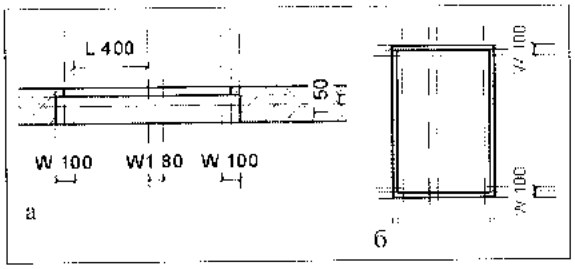

Рис. 18.6. *Добавление опорных плоскостей для переплета*
2. На ленте **Create** в разделе **Datum** выбрать команду **Reference Plane** > **Draw Reference Plane** и построить опорные линии, задающие толщину (50 мм) и ширину (100 мм) сечения переплета, а также положение и ширину (80 мм) вертикальной перемычки (рис. 18.6,а).
4. Выделить размер, соответствующий ширине сечения переплета, и выбрать в строке параметров в списке **Label** (Метка) значение *Add Parameter*. В открывшемся боксе **Parameters Properties** ввести в поле **Name** имя *W* и, оставив остальные настройки по умолчанию, нажать OK. Аналогично добавить следующие метки: *T* – к толщине переплета, *W1* – к ширине вертикальной перемычки и *L* – к смещению вертикальной перемычки относительно левой опорной плоскости, задающей в сечении ширину переплета (см. рис. 18.6,а).
7. На ленте **Detail** в разделе **Dimension** выбрать инструмент **Aligned** и нанести размеры, задающие ширину переплета относительно построенных в предыдущем пункте опорных линий. Затем, выделяя созданные размеры, выбрать в списке **Label** строки параметров значение *W* (рис. 18.6,б).
Управление размером створок. Размер левой створки согласно рис. 18.6 определяет параметр *L*. Непосредственно использовать этот параметр, однако, неудобно, так как его необходимо согласовывать с шириной проема, поскольку размер створки не может превышать ширины проема. Кроме того, необходимо учитывать ограничение на минимальную ширину створок, при которой оказывается возможность ее реализации.